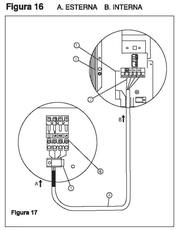

Figura 17
3. Colleghi le estremita del cavo ai terminali delle unita interna ed esterna, come indicato in figura 17.